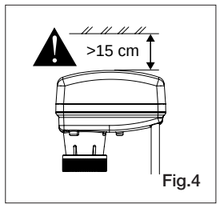

Fig.4
2. Make sure there is enough room for assembly and disassembly (Fig.4).